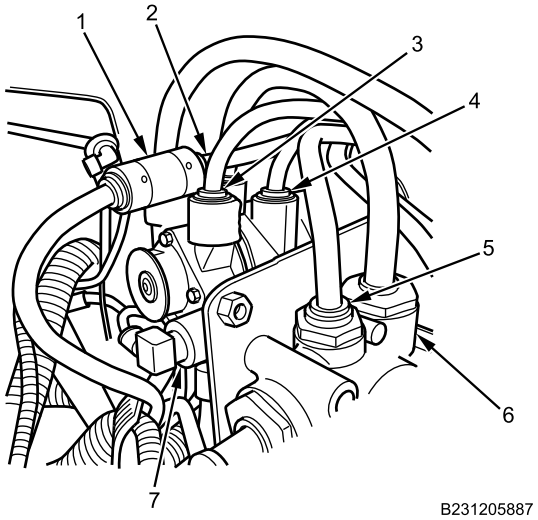

Figure 6. Dual Brake Valve and Tractor Protection Valve Upper Air Lines.
5. Connect BLUE stoplight switch supply air line (Figure 6, Item 5) on tractor protection valve (Figure 6, Item 6).
6. Connect GREEN supply air line (Figure 6, Item 4) and ORANGE supply air line (Figure 6, Item 3) on dual brake valve (Figure 6, Item 7).
7. Connect exhaust air line union (Figure 6, Item 1) on BLACK exhaust line (Figure 6, Item 2).